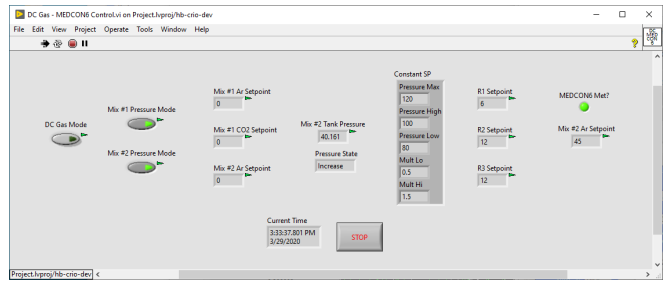

FIG. 2. Front Panel of VI that sets the tank supply mass flow controller based on three out flow mass flow controllers.
So that changes are not made to a running system, a Virtual Instrument (VI) was created and deployed on a development cRIO. This VI uses existing shared variables served by the Shared Variable Engine to determine the state of the system as well as control the flow on the supply MFC. The VI first determines (as best as possible) if the system is set up for operations in MEDCON6, then sums the gas flow through the three mass flow controllers supplied by the tank. Finally, based on this sum and whether pressure in the tank needs to be increased or decreased, the program will set the mass flow controller supplying the tank to a value above or below the summed flow. See Fig. 2 for the Front Panel of the VI.